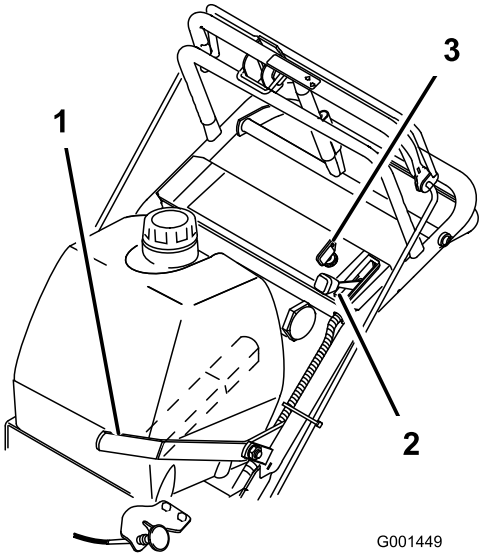

Figura 8
5. Gire la llave de contacto a la posición de **marcha** (Figura 8).
8. Tire del mando del estárter si el motor está frío (Figura 8).
1. Mueva la palanca del acelerador a la posición **Lento** (Figura 8).
3. Gire la llave de contacto a **Desconectado** (Figura 8).